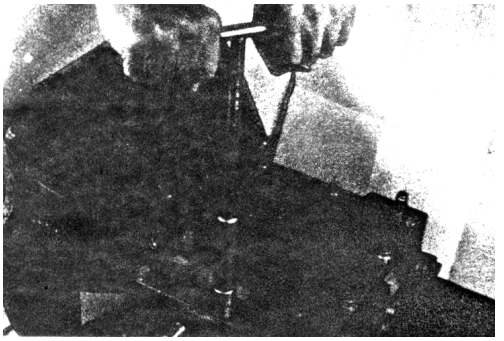

Fig. 3-15
(3)Remove the mounting bolts on the transmission case cover (Fig. 3-15).